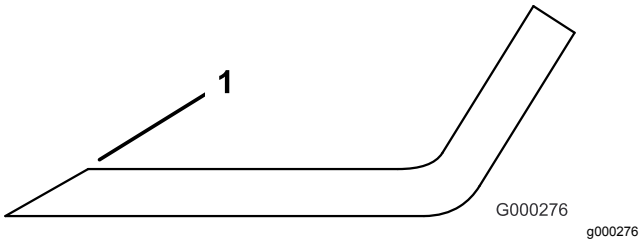

Figuur 112
3. Controleer de snijranden van alle messen. Als de snijranden niet scherp zijn of bramen vertonen, moeten ze worden geslepen. Gebruik een vijl om de bovenkant van het mes te slijpen en de oorspronkelijke snijhoek te behouden en te zorgen dat het mes scherp blijft (Figuur 112). Het mes zal in balans blijven als dezelfde hoeveelheid metaal aan beide snijranden wordt weggehaald.